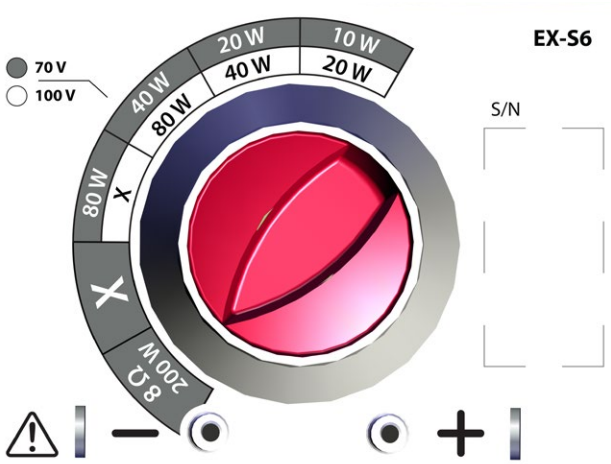

Figure 11. Rotate tap switch
7. The tap switch should be adjusted before you attach the ClickPlug to the loudspeaker. Rotate the switch to the desired setting (Figure 11).